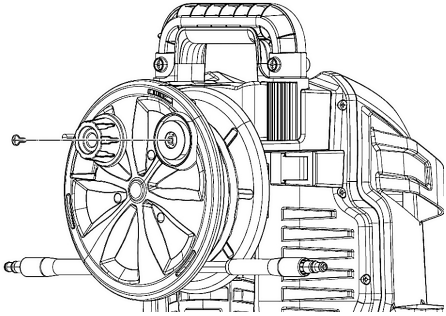

Рис. 2 Установка ручки барабана
2. Установите ручку барабана и закрепите ее винтом (Рис. 2).